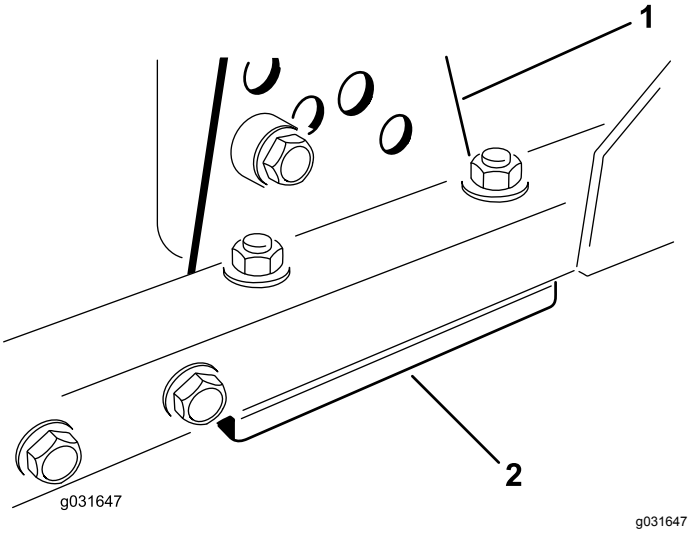

Figur 70
1. Avlägsna klipphöjdsfästet (det främre, vänstra eller högra) från däckramen (Figur 70).
2. Justera mellanläggen på 1,5 mm och/eller 0,7 mm mellan däckramen och fästet för att erhålla önskad klipphöjd (Figur 70).
3. Montera klipphöjdsfästet på däckramen med de återstående mellanläggen som monterats under klipphöjdsfästet (Figur 70).